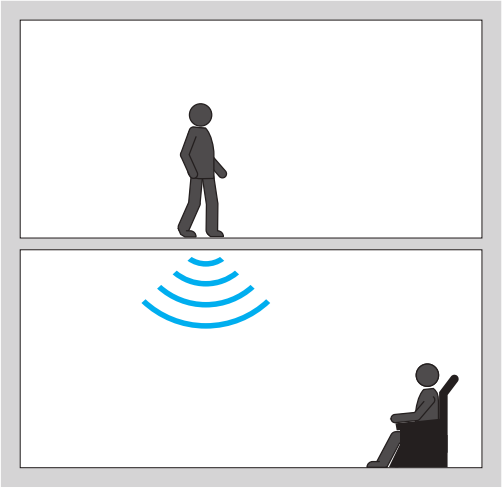

fig. 2 - Propagazione per via strutturale
- per via strutturale (rumore impattivo), in cui le onde sonore che raggiungono l'ascoltatore, sono generate da urti e vibrazioni prodotte sulle strutture dell'edificio in cui si trova l'ambiente disturbato (*fig. 2*); rientrano in questa categoria il rumore prodotto dal calpestio, dalla caduta di oggetti, lavatrice, impianti di ventilazione ed idraulici, ecc.